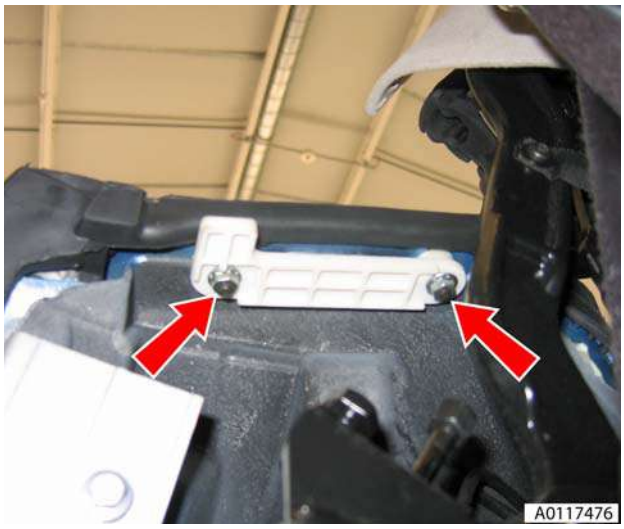

Figure 1
4. Remove nuts (x2) from seal retaining bar and remove bar (both sides) (see Figure 1).